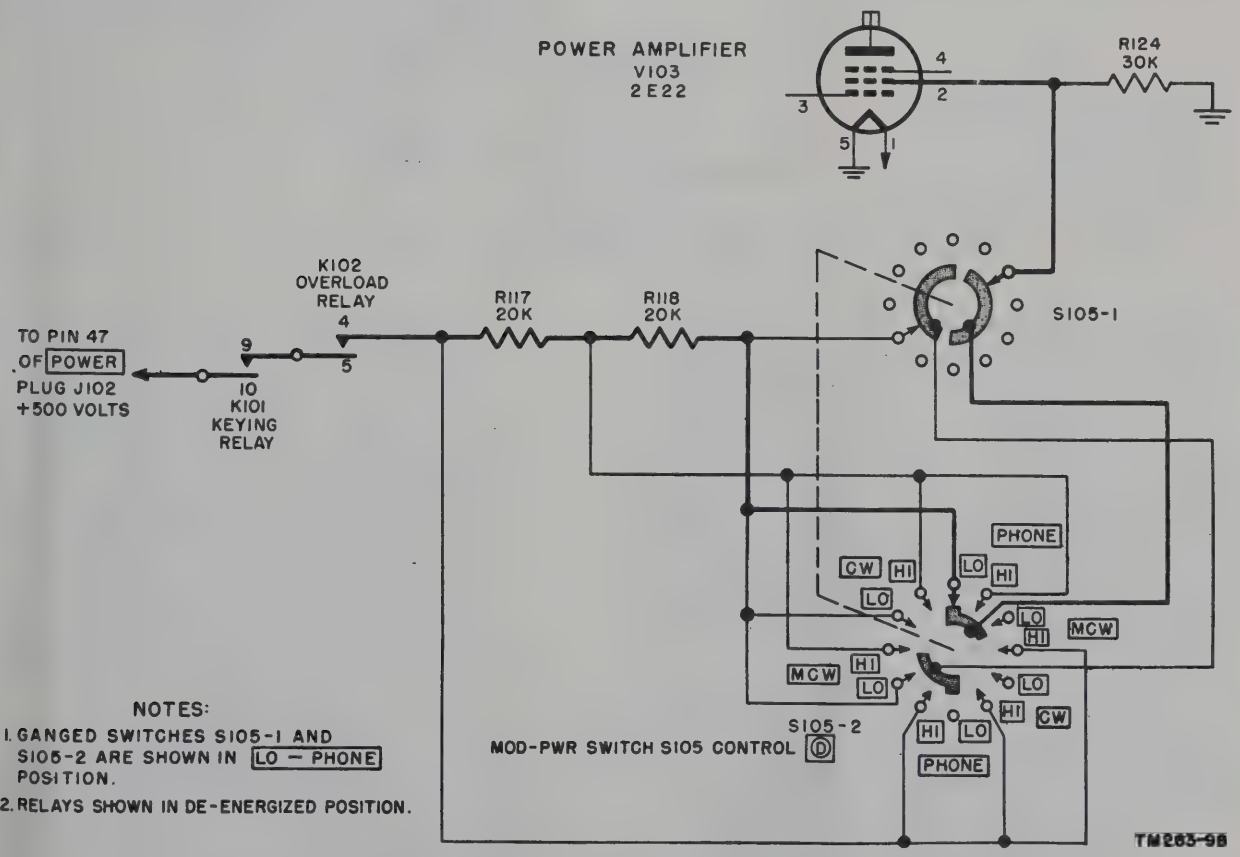

Figure 78. LO power position of control Ⓓ, simplified schematic diagram.
a. LO Power Position (fig. 78). If the weighted line in the figure is followed from the screen grid, pin 2, of V103, it will be seen that the screen current passes through S105–1 and S105–2 to the series combination of resistors R117 and R118, and then to the power supply through the contacts of relays K102 and K101 (when energized). This series arrangement of the two resistors is the LO power circuit, since the screen of V103 is at a low potential because of the large drop across the series combination of R117 and R118.
The pa tube is operated as a class C amplifier and the grid bias is developed by the dc grid current flowing through R106, winding A of overload relay K102, and R107 when a signal is applied to the control grid. If the grid excitation should fail, the bias would be lost and this would result in a plate current large enough to ruin the tube. Relays K101 and K102 provide a protective circuit for the tube. Overload relay K102 is actually a screen grid cutout relay which protects V103 in case of excitation failure. Relay K101 prevents screen grid voltage from appearing until the transmitter is placed in the operating position. See figures 78 and 79 for the proper circuitry of resistors R117 and R118.